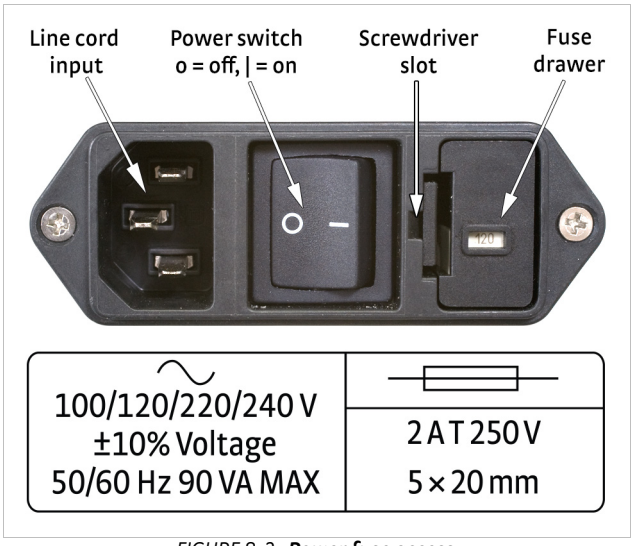

FIGURE 8-2 ***Power fuse access***
1. Identify the line input assembly on the instrument rear panel. See FIGURE 8-2.
2. Turn the line power switch OFF (O).
10. Turn the line power switch On (I) Refer to FIGURE 8-2.
1. Locate the line input assembly on the instrument rear panel. See FIGURE 8-2.
2. Turn the power switch OFF (O).